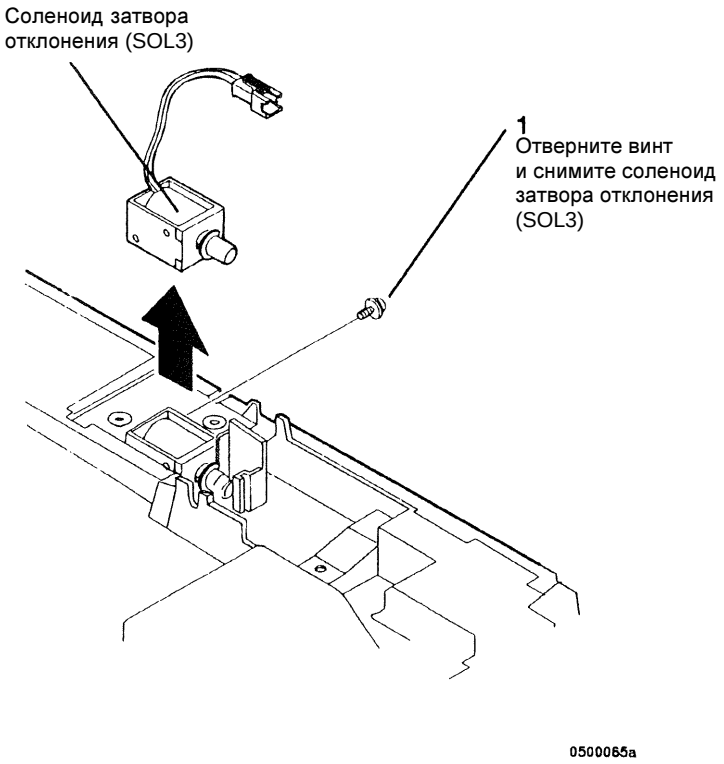

Рисунок 2 Снятие затвора соленоида отклонения (SOL3)
4. (Рисунок 2): Снимите соленоид затвора отклонения DSDF (SOL3)